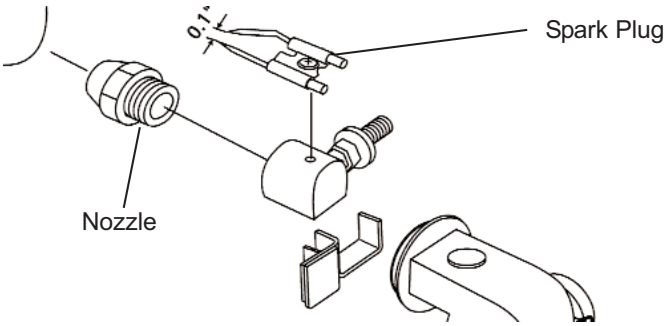

Figure 9. Spark Plug Replacement
2. Remove spark plug wire from spark plug (see Figure 9).